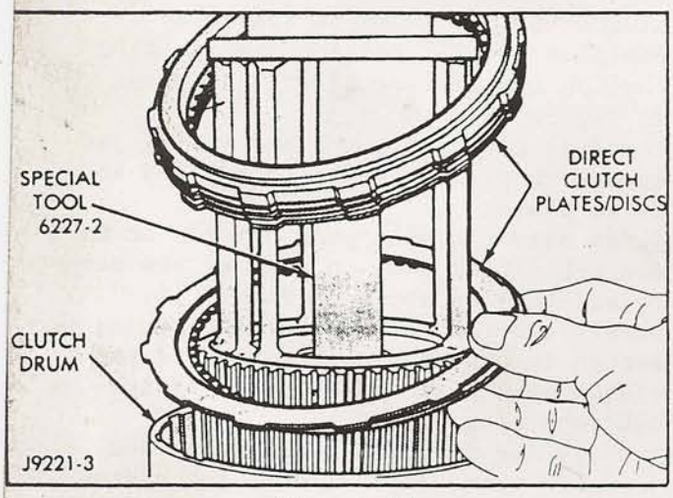

Figure 19
27. Slide direct clutch pack upwards on hub and set clutch pack on edge of the compressor tool as shown in Figure 19.
29. Install the direct clutch plates and pressure plate into direct clutch drum as shown in Figure 19.